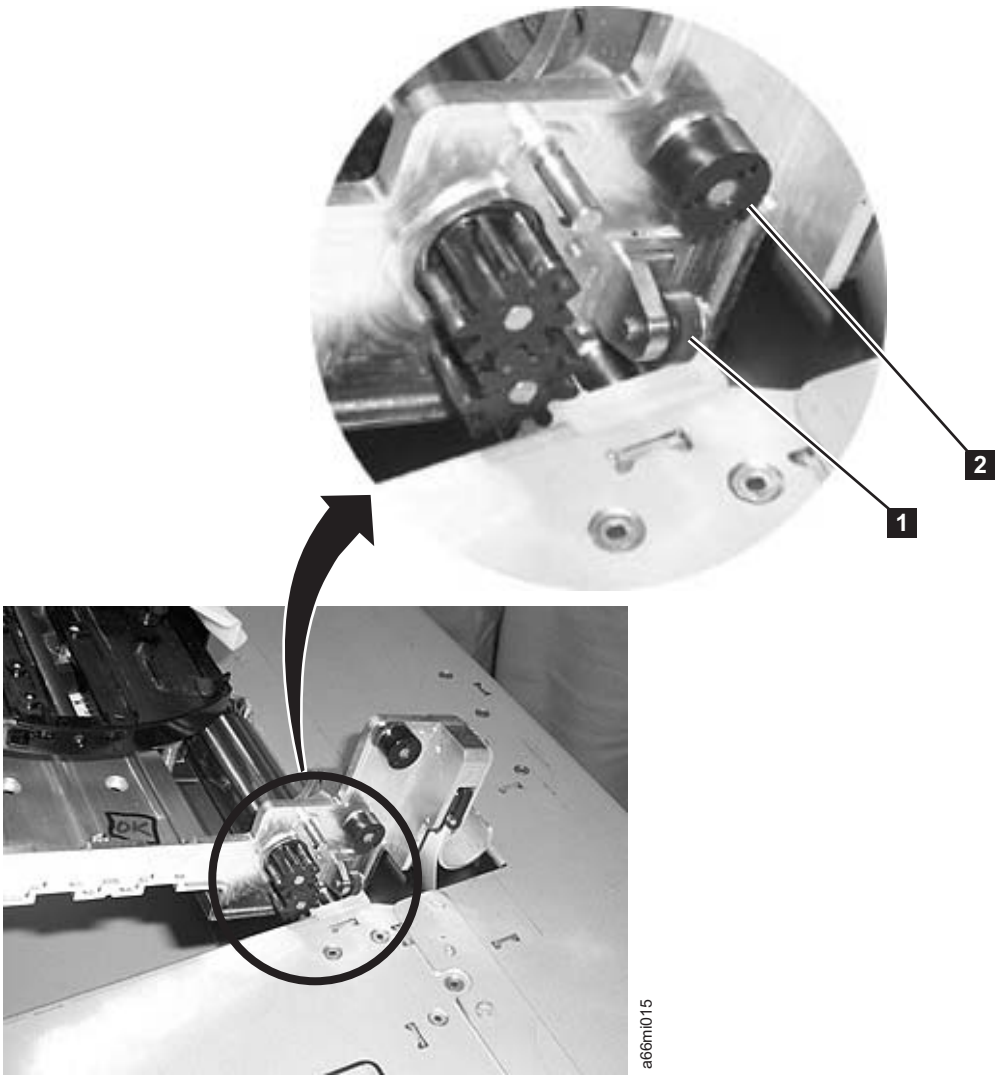
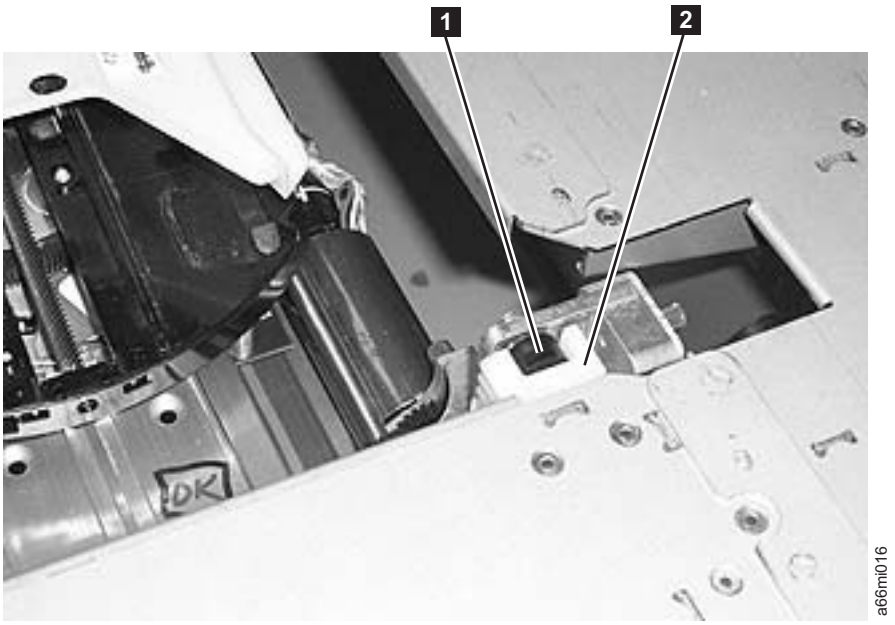

Figure 7-58. Guide rollers on Y-axis/Picker Assembly
Figure 7-59. Y-axis/Picker Assembly rollers inserted in gear rack track
6. **Lower the Y-axis/Picker Assembly by tilting its gears at a 45° angle onto the top of the front and rear gear racks (see Figure 7-58 on page 7-57and Figure 7-59 on page 7-58). BE VERY CAREFUL TO START BOTH Y-AXIS/PICKER ASSEMBLY GEARS TOGETHER TO ENSURE THE Y-AXIS/PICKER ASSEMBLY IS LEVEL. After lowering the Y-axis/Picker Assembly a few teeth, verify that the Y-axis/Picker Assembly is level with the library chassis. If it is not level, remove the Y-axis/Picker Assembly and reinsert.**